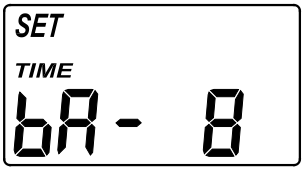

FIG. 39
2. Press the SELECT button twice, so that “SET bA TIME” appears in the display (See Figure 39).